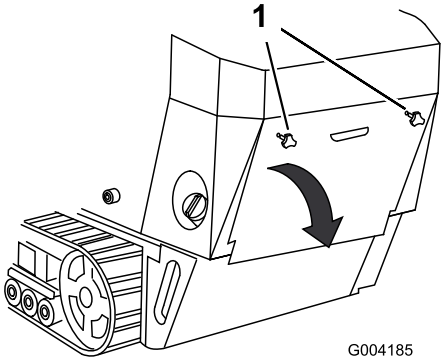

Figur 28
1. Skruva loss de två handrattarna som fäster den bakre åtkomstpanelen vid maskinen (Figur 28).
2. Luta den bakre åtkomstpanelen nedåt och ta bort den så att du kommer åt de inre delarna (Figur 28).